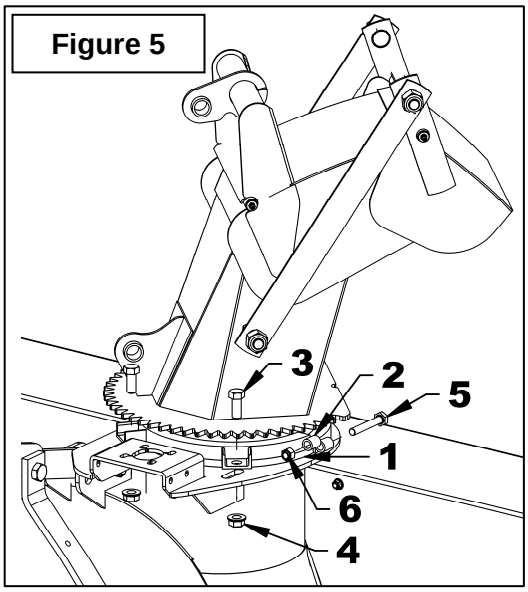

Figure 5
4. **Figure 5:** Installer la plaque de retenue (item 2) sur la souffleuse en enroulant chacun des deux bouts du coussinet de rotation (item 1) à l'intérieur de la plaque de retenue. Aligner les trous de la plaque de retenue (item 2) avec les trous oblongs. Fixer à l'aide des deux boulons 5/8" x 1 1/2" (item 3) et écrous à bride rainurée 5/8" (item 4). Ne pas serrer.
5. **Figure 5:** Insérer deux boulons 1/2" x 3 1/4" (item 5) pour relier les deux plaques de retenues ensemble. Rapprocher les deux plaques de retenue. Lorsque suffisamment de filet du boulon 1/2" x 3 1/4" (item 5) dépasse de la plaque de retenue visser légèrement les deux boulons 5/8" x 1 1/2" (item 3). Lorsque le bout des boulons (item 5) dépasse suffisamment, fixer à l'aide de deux écrous à bagues de nylon 1/2" (item 6) jusqu'à ce que les deux plaques de retenue soient à environ 1/4" l'une de l'autre.
6. **Figure 5:** Serrer les boulons 1/2" x 3 1/4" (item 5) pour réduire le jeu entre les deux plaques de retenues jusqu'à ce que la chute tourne avec une légère résistance.
7. **Figure 5:** Serrer complètement les deux boulons 5/8" x 1 1/2" (item 3) selon la ***Table de Spécification des Couples*** à la fin du manuel.